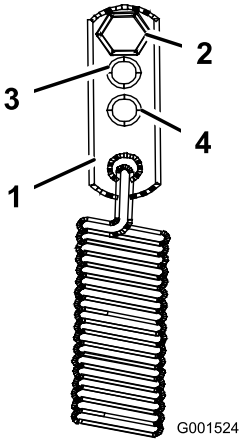

Figur 40
3. Flyt fjederankerforbindelserne til enten positionen middel eller svær (Figur 40). Fjederankerforbindelserne er fastgjort i det øverste højre hjørne af de hydrauliske drivafskærmninger på maskinens højre og venstre side.